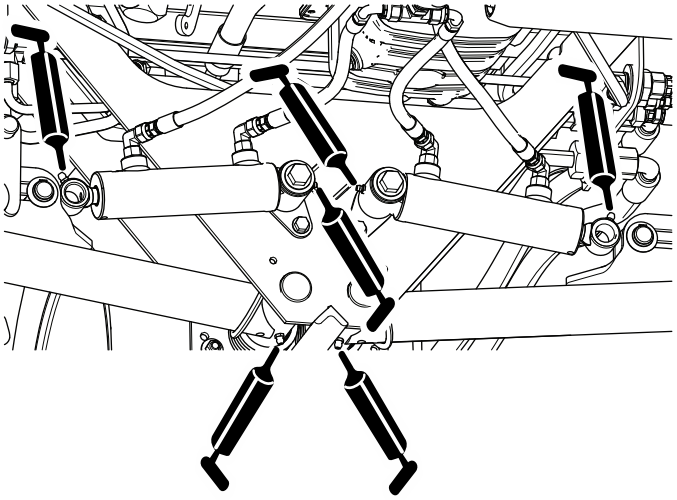

**Figure 50**
- Pivots de bras de levage arrière et vérins de levage (4 chacun) ; voir Figure 50.